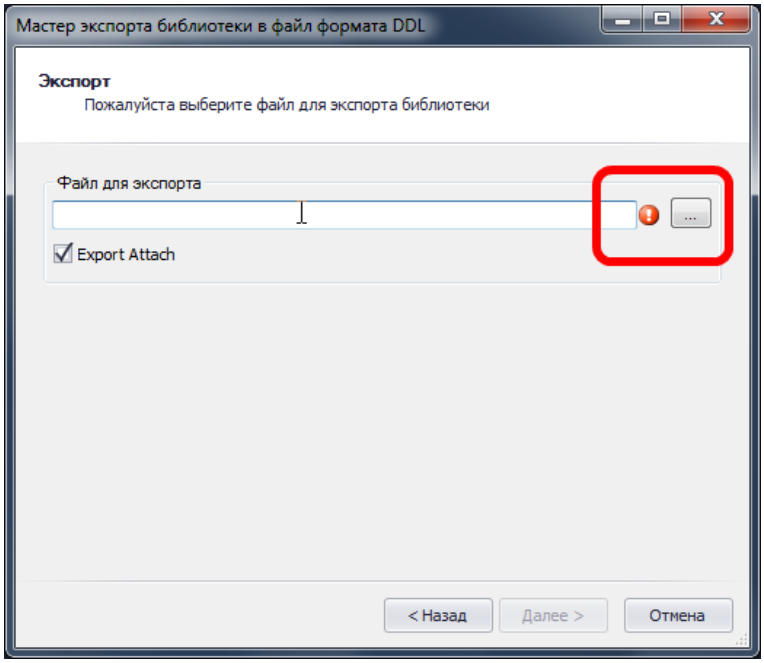

Рис. 114. Выбор файла для экспорта
2. В отобразившемся окне мастера нажмите кнопку ... - «Выбор», отмеченную на Рис. 114 для выбора места сохранения файла данных, экспортируемых из библиотеки и имени данного файла. Выбор осуществляется с помощью стандартного механизма операционной системы.